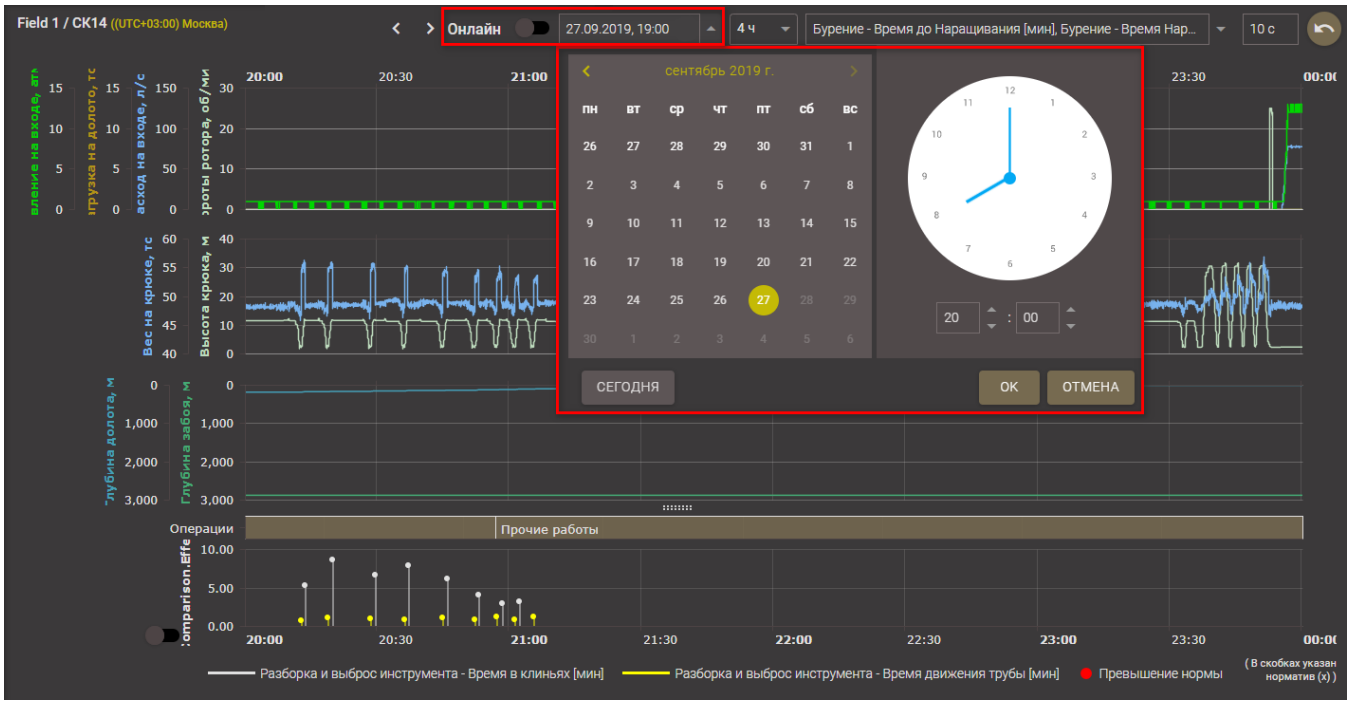

Рис. 2.101
1. Переключение режимов отображения данных (онлайн / исторические данные) на графиках. При активном режиме исторических данных в раскрывающемся календаре необходимо выбрать дату/ время данных ГТИ для анализа (рис. 2.101). При активном режиме онлайн отображаются последние поступившие данные ГТИ;